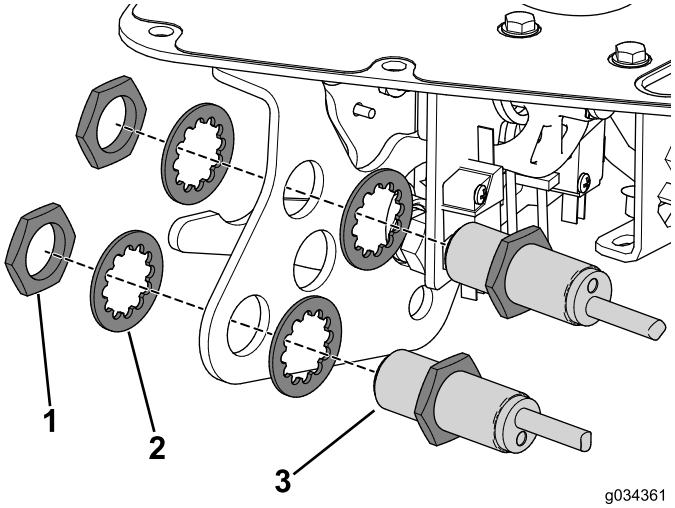

Figur 23
3. Bruk mutterne og låseskivene som du fjernet tidligere, til å feste nærhetssensorene til styrespakbraketten (Figur 23).